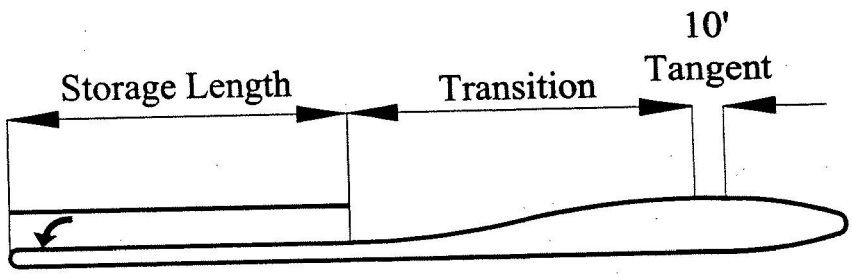

FIGURE 11.9: Minimum Length of Median
1. The minimum length of medians shall be the sum of the required left-turn storage, transition length, ten-foot (10') tangent and length of median nose. This requirement is reflected in Figure 11.9. This is allowed, provided that access is not compromised for vacant property on the opposite side of the street.